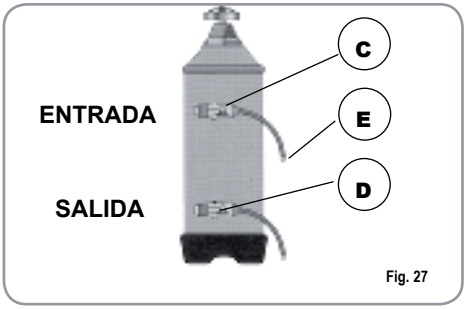

Fig. 27
1) Apagar la máquina y colocar un recipiente de al menos 5 litros de capacidad debajo del tubo E (Fig. 27).